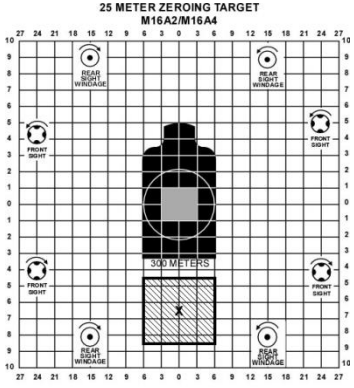

Figure 1. Prepared M16A2/M16A4 25-Meter Zeroing Target (Point of Impact Shown for M4/M16A4).
1. Modify a 25-meter zeroing target (M16A2/M16A4 side). (Figure 1).
a. Cut a square hole 2 squares wide by 2 squares high in a 25-meter zeroing target (Figure 1).